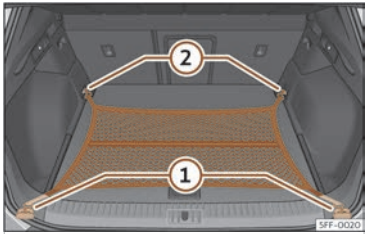

Fig. 180 Al maleter: bossa de xarxa enganxada arran de la base.
- Fixeu els ganxos de la bossa a les argolles d'amarratge ››› **fig. 180** ① y ② ››› ⚠. La cremallera de la bossa ha de quedar cap amunt.